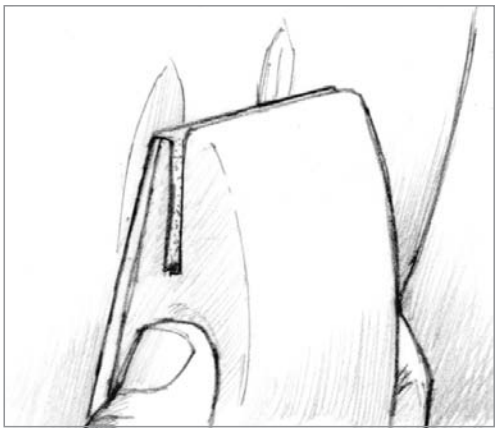

Figure 4-4 *Wash with water and sand with 100-grit sandpaper or wet sand with 80–120-grit .*
4. Wet sand with 80–120-grit wet/dry sandpaper or wash with water (no soap, no ammonia) and sand dull with 100-grit sandpaper *(Figure 4-4)*. If 105/205 epoxy has been used in warm conditions, sanding and bottom painting can be done later the same day. With slower hardener or in cooler temperatures, allow the epoxy to cure overnight. Apply your bottom paint of choice. Improve the boat's ventilation! See Section 5.4.